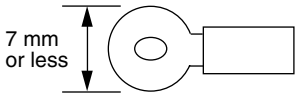

Fig. 1 Crimped terminal
- Use M3.5 crimped terminals for connecting to the terminal block. (Refer to Fig. 1)